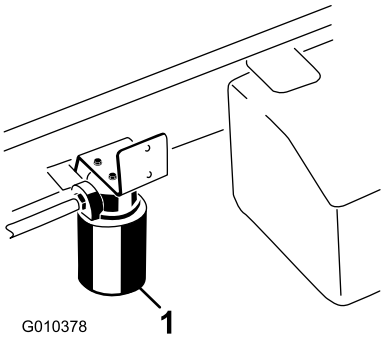

**Figura 65**
5. Coloque un recipiente debajo del filtro y retire el filtro (Figura 65).